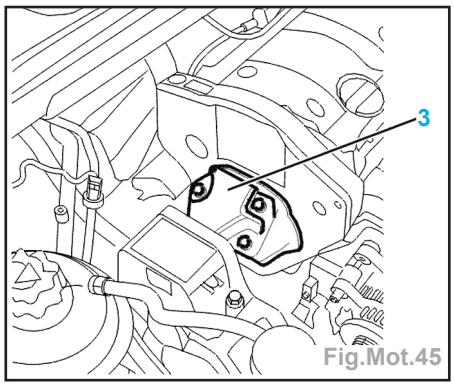

Fig.Mot.45
- les supports supérieur et intermédiaire droits moteur (3) (Fig.Mot.45),